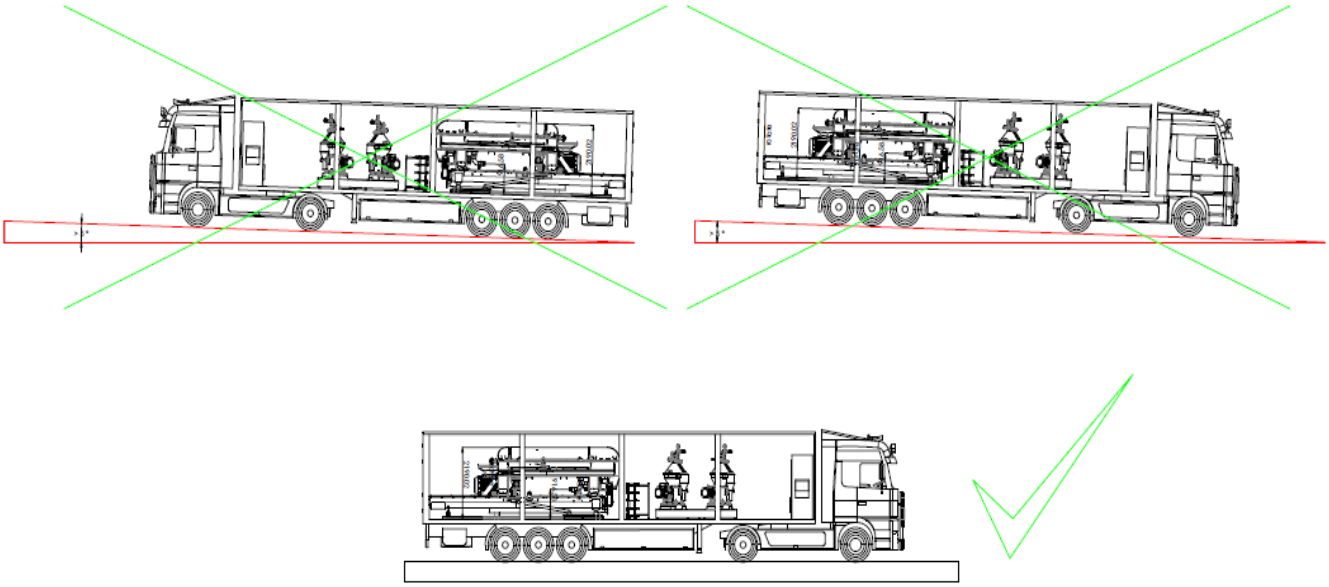

Figura 7_ Informazioni sulla superficie. Pendenza < 5°
2. Il camion deve essere posizionato su un'area in pianura. Se è posizionato su una superficie di pendenza, le prestazioni del decanter del sistema diminuiscono (Figura 7).